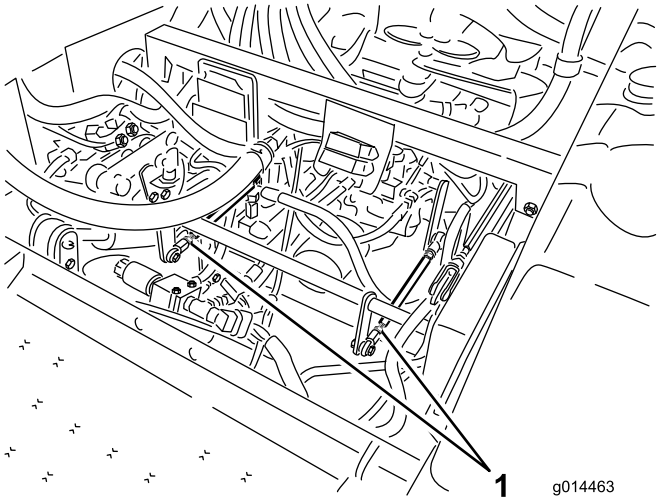

Figura 59
- Si el neumático trasero izquierdo está girando, afloje las contratuercas de la varilla de control de la transmisión del lado izquierdo (Figura 59).